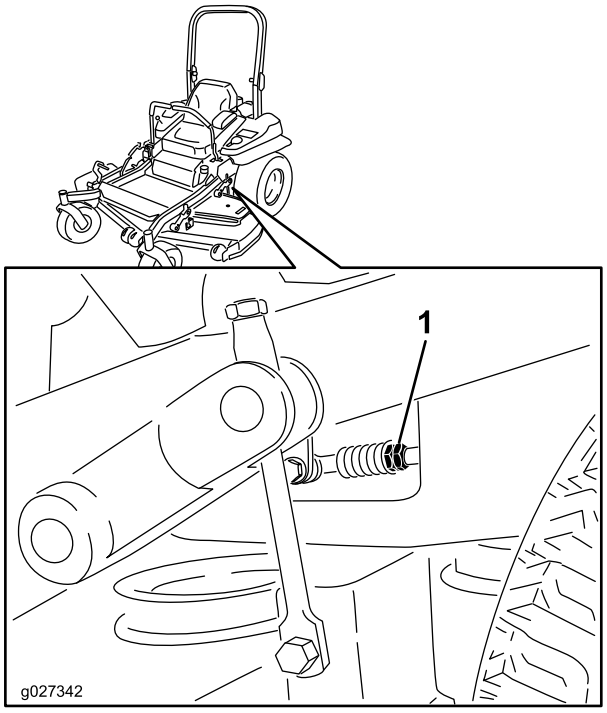

Figur 89
9. Justera längden på pumpens reglerstav genom att vrida de dubbla muttrarna på staven i lämplig riktning tills hjulen står stilla eller långsamt kryper bakåt (Figur 89).